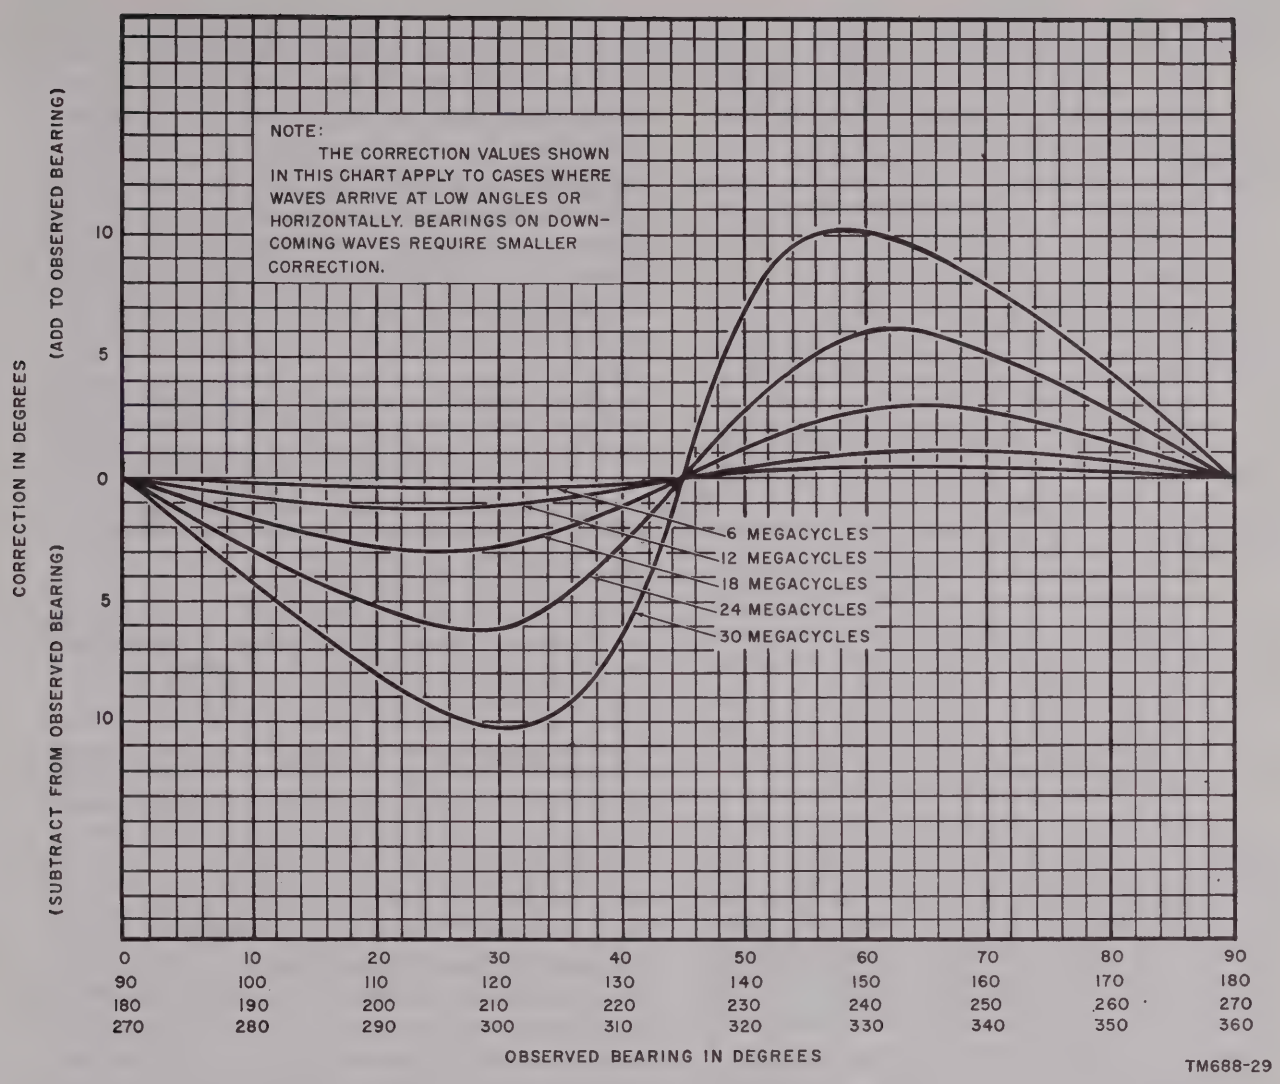

Figure 50. Octantal error correction chart for high-frequency antenna installation (18-ft 10 in. diagonal spacing).
b. When obtaining bearings with the high-frequency signal goniometer (Electrical Goniometer GO–6/GRD) and the high-frequency Adcock antenna installation, it is useful in some cases to apply corrections for octantal error. A copy of the table of octantal error corrections shown in figure 50 can also be mounted on the front panel of the goniometer drive.
70. Octantal Error (fig. 50)
b. Octantal Error Correction Chart. An octantal error correction chart for the high-frequency antenna installation (18-ft 10-in. antenna spacing) is shown in figure 50. This chart is useful only for obtaining correction values for low angle or horizontal waves. Down-coming waves, from aircraft or sky waves, need less correction and, since it is difficult to judge the angle of signal arrival on sky-wave signals, corrections can only be approximate. In general, for sky-wave signals, the higher the frequency and greater the distance, the lower the angle.
Example 1: If the observed azimuth bearing on the indicator is 110° at a frequency of 24 mc, reference to the error correction chart (fig. 50) shows that 5° must be subtracted from the observed bearing of 110° in order to obtain 105°, the correct bearing.
Note.—To determine the octantal error correction for signals on frequencies other than those shown on the chart (fig. 50), interpolate between the curves shown.